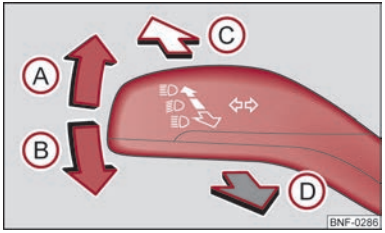

Fig. 24 Turn signal and main beam lever
– Press the main beam lever forward in order to switch on the main beam ⇒ Fig. 24.
– Push the lever upwards Ⓐ or downwards Ⓑ ⇒ Fig. 24.